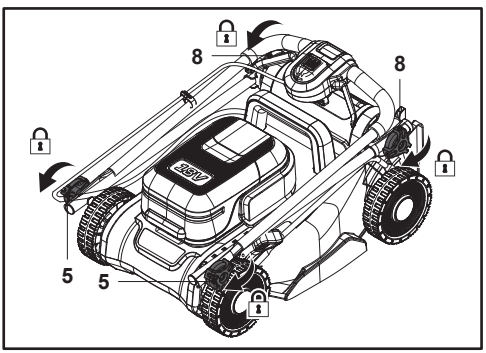

**Fig. 25**
9. Înainte de depozitarea verticală, pentru a economisi spațiu, poți plia mânerul superior. Blochează conexiunile rotind cele patru butoane de blocare (5, 8) pentru a evita extinderea (fig. 25).